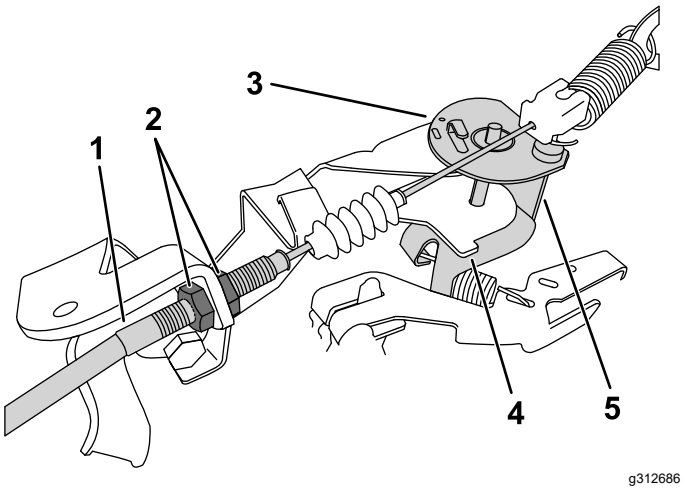

**Figur 35**
3. For at øge den lave tomgangshastighed skal du ved gaskablet løsne den forreste kontramøtrik og stramme den bageste kontramøtrik (Figur 35).